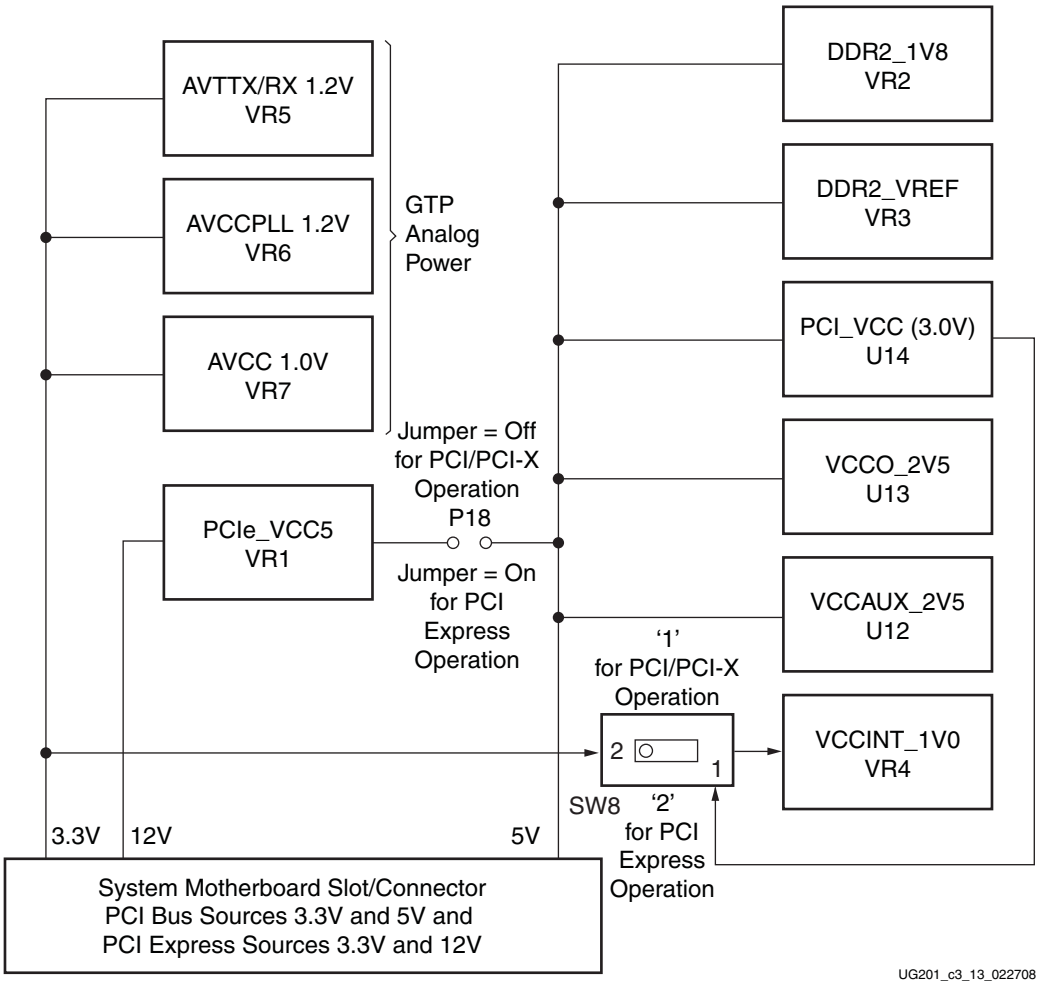

Figure 3-14: **Voltage Regulator Topology**
The GTP transceiver analog supplies and the FPGA V_{CCINT} voltage are sourced from either 3.3V from the PCI Express connector or a 5V to 3.0V DC converter on the ML555 board. Two configuration headers are provided on the ML555 board to select between the 5V and 3.3V power sources as indicated in Table 3-30 and Table 3-31. Figure 3-14 is a block diagram of the ML555 voltage regulator topology.
1. Refer to Figure 3-14, page 76 for a block diagram of the ML555 DC power system. Additional design information is available on the ML555 board schematics.